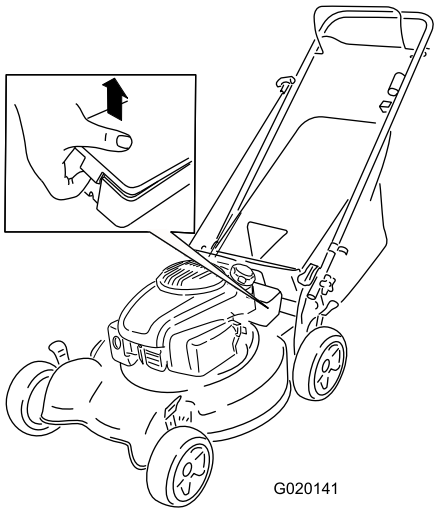

Bild 24
1. Lösen Sie die beiden Clips an der Batteriefachabdeckung und nehmen Sie sie ab (Bild 24).